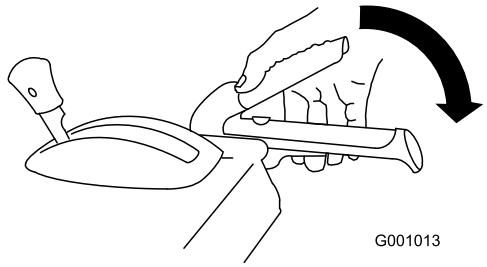

Rysunek 15
3. Aby załączyć szczotkę, powoli przyciśnij prawą dźwignię szczotki do uchwytu (Rysunek 15).